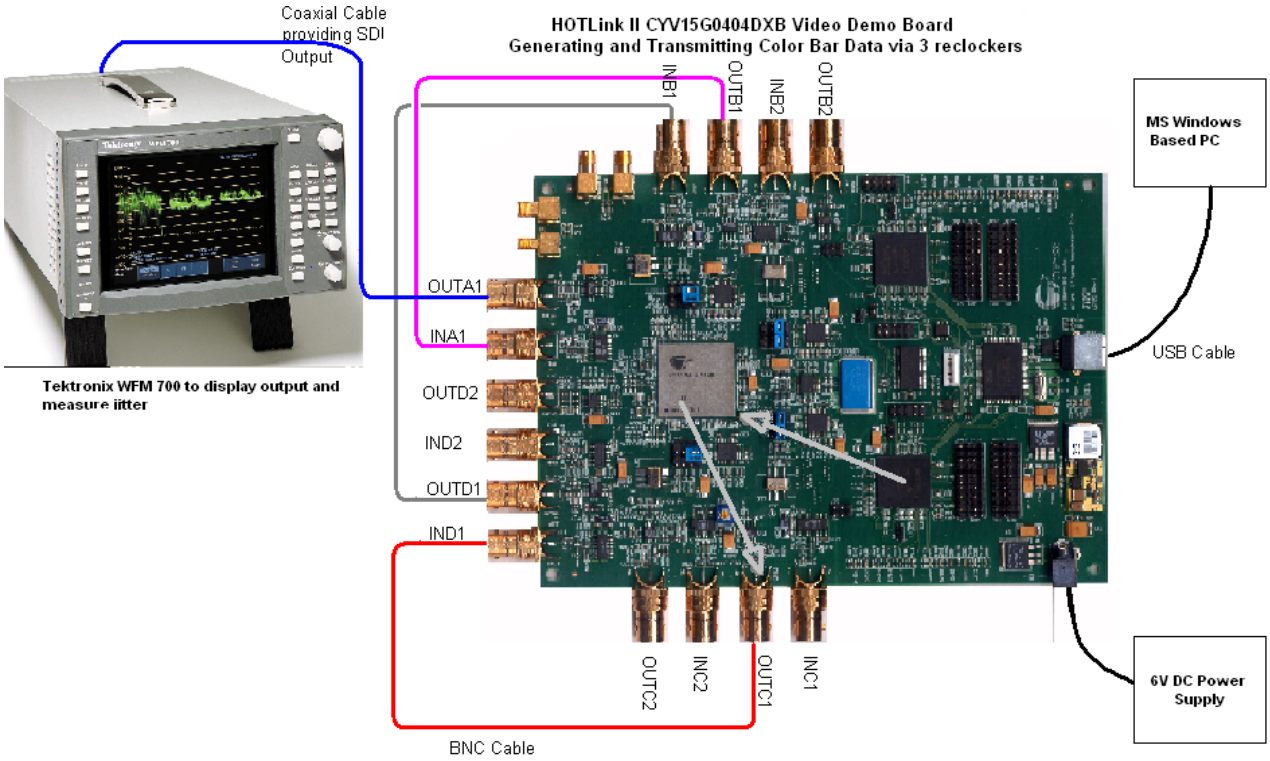
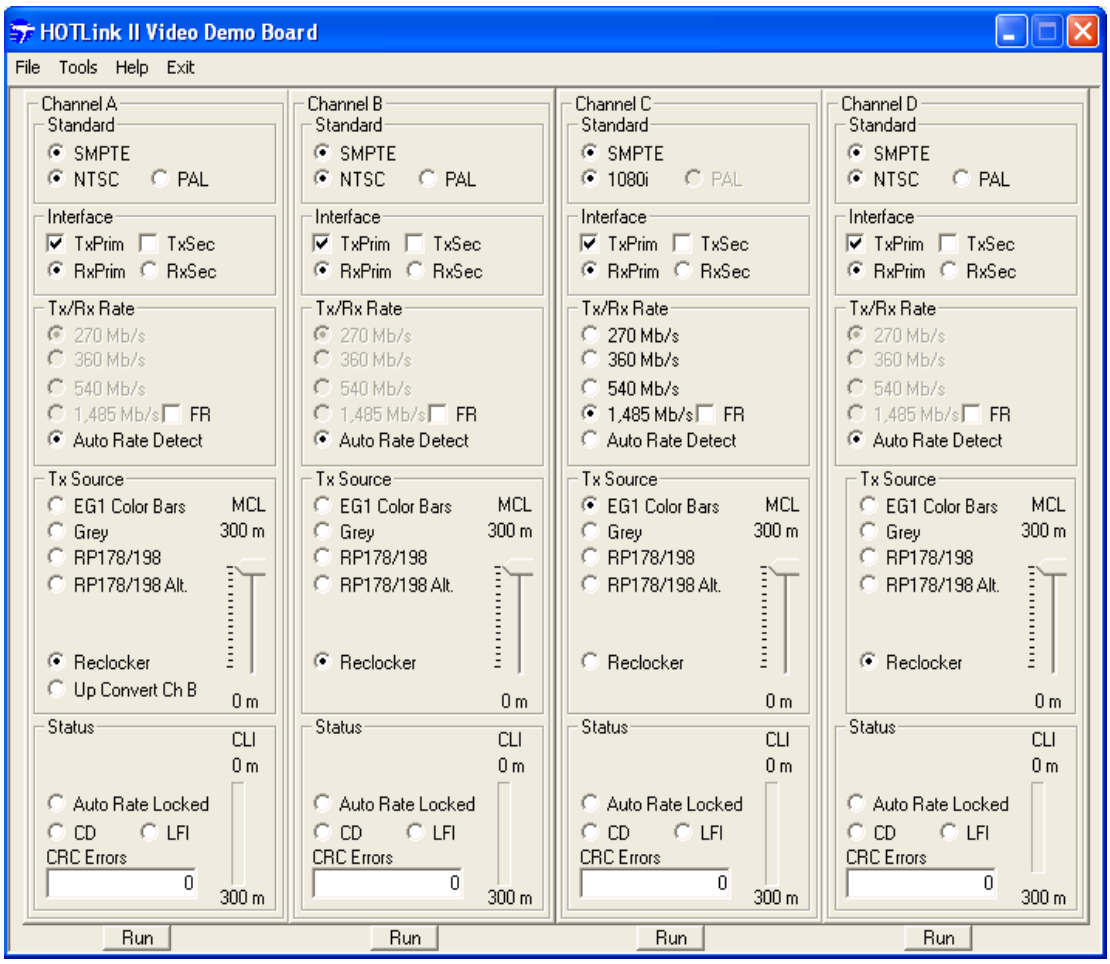

Figure 6-5. Sample Test 2–Transmits Color Bar Data Via Three Reclockers
Figure 6-6. GUI Setting for Sample Test 2
5. Select appropriate buttons on the GUI according to *Figure 6-6*. Please note that there are two methods for setting the data rate on the reclocker channels. One method is to select “Auto Rate Detect”, which will reconfigure the programmable clocks to the incoming data rate. The other method is to set the data rate for all reclocked channels to be the same as the data rate of the transmitting channel. In the set up shown in *Figure 6-5* and *Figure 6-6*, the transmitting data rate is 1485 Mb/s which is transmitting HD color bars. All reclocked channels are configured to automatically detect this data rate.